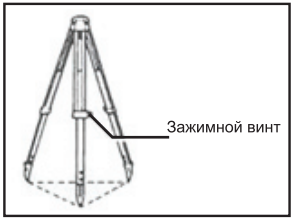

Рис.1
1) Развяжите ремень вокруг ножек штатива и освободите зажимные винты (Рис.1)